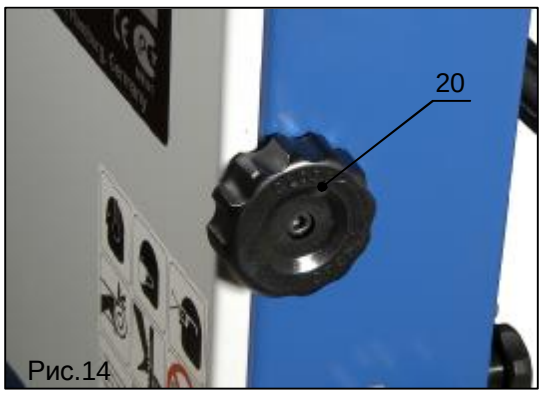

Рис.14
3. Откройте верхнюю и нижнюю крышки маховиков, повернув фиксирующие ручки (поз.20, рис.14) по часовой стрелке.